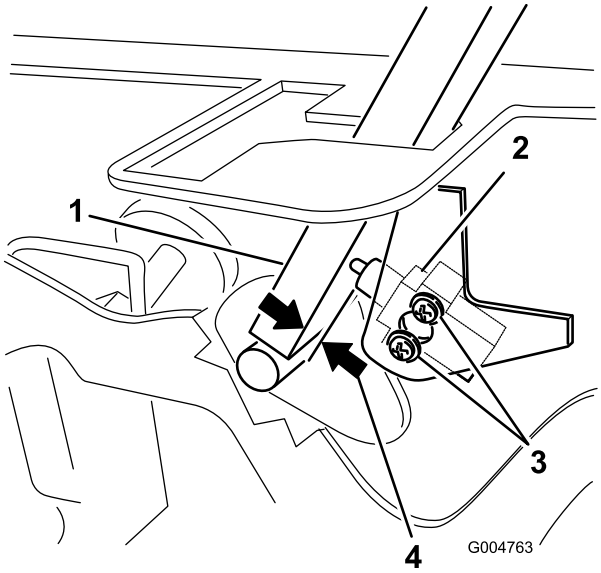

Figuur 51
3. Draai de 2 schroeven los waarmee de interlockschakelaar is vastgezet (Figuur 51).
4. Houd de rijhendel tegen het frame en beweeg de schakelaar in de richting van de hendel totdat de afstand tussen de hendel en de schakelaarbehuizing 0,4 tot 1 mm is; zie (Figuur 51).